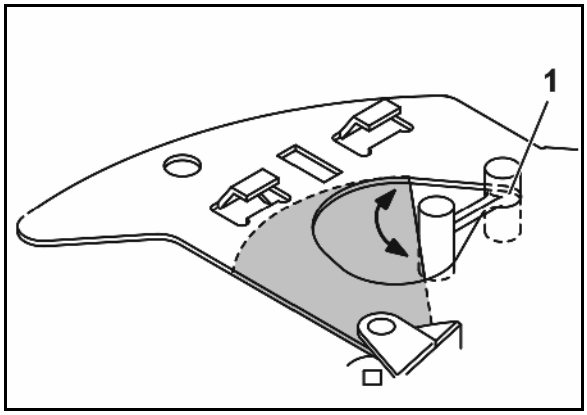

Fig. 60
+5 Increase the current offset by 5 pulses until the gauge fits exactly in the opening (Fig. 60).
-5 Reduce the current offset by 5 pulses until the gauge fits exactly in the opening (Fig. 60).